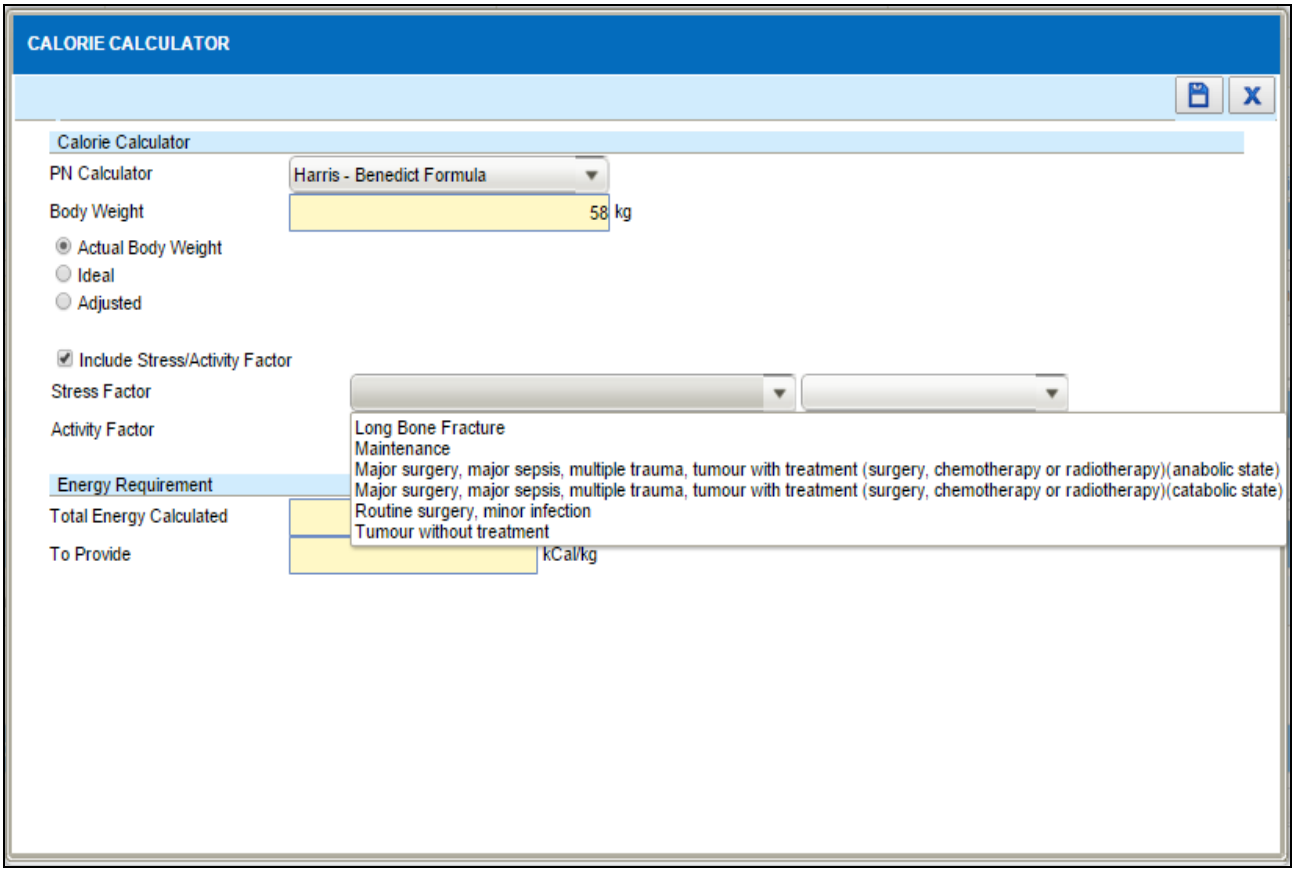

Figure 4.2-6 Calorie Calculator
- *'Stress Factor', 'Activity Factor' and 'To Provide (kCal/kg)' will display after selected the 'Include Stress/ Activity Factor' checkbox as shown in Figure 4.2-6.*